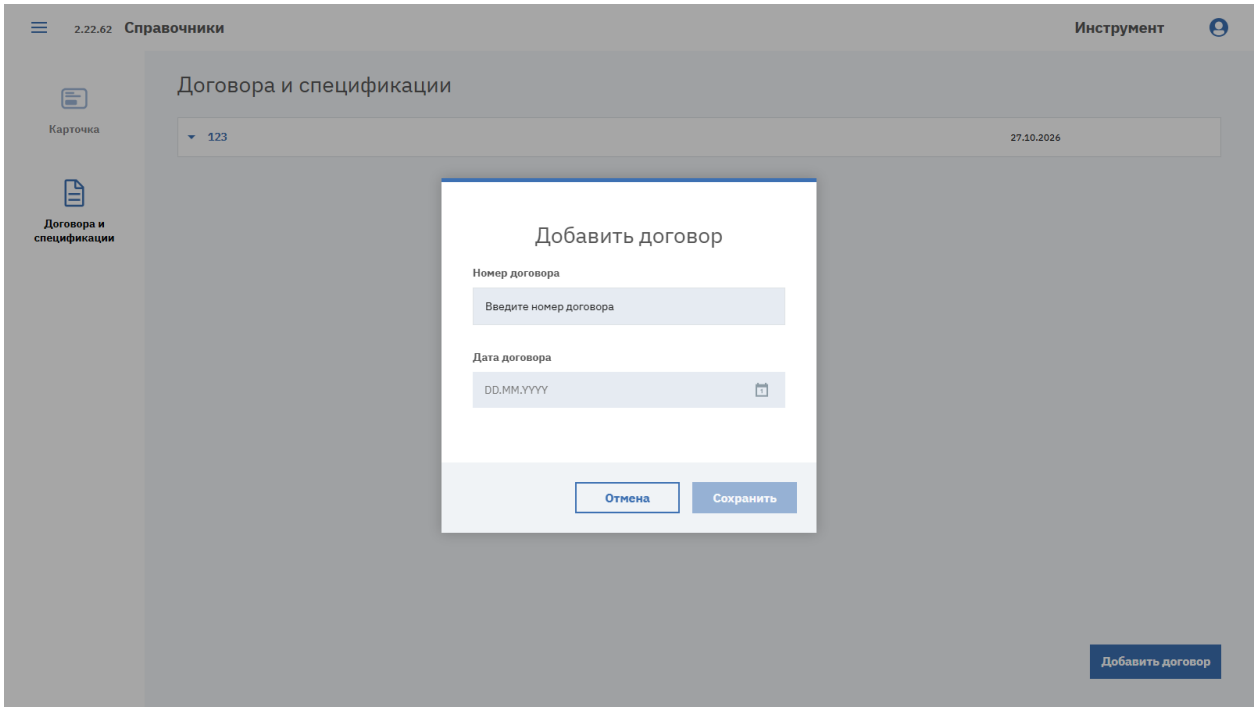

Рисунок 90. Окно «Добавить договор»
1. Нажмите кнопку «Добавить договор». Откроется окно «Добавить договор» (см. Рисунок 90).